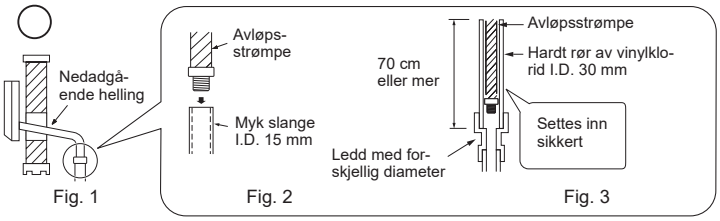

Fig. 1 Fig. 2 Fig. 3
- Avtappingsslangen må vende nedover for enkel tappeflyt. (Fig. 1)